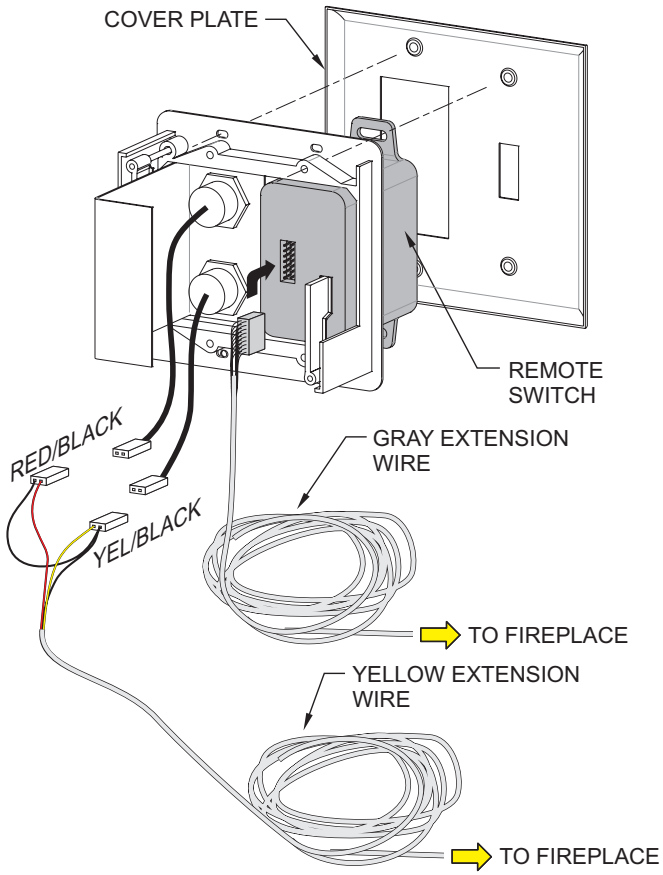

Figure 31
9. Route the yellow LED wire harness, grey remote receiver harness,and red/black battery backup harness through the bushings to the wall. Mount controls and connect. **See Figure 31.**